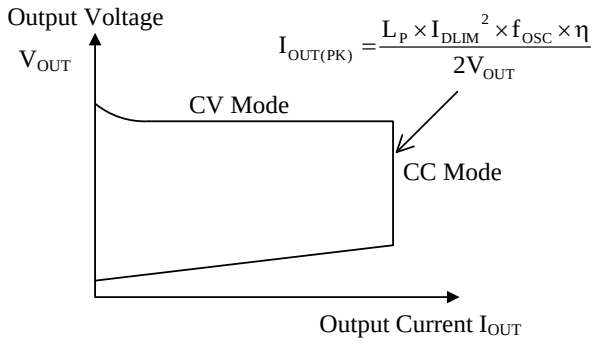

Figure 10-9 CV/CC characteristics
10.7 Constant Current (CC) Control
The IC operates in Constant Current (CC) Control when output current reaches to constant load and the state continues for more than the Constant Current Control Delay Time, t_{CCD} = 90 ms. In case the IC is in discontinuous operation, the CV/CC characteristic is as shown in Figure 10-9.